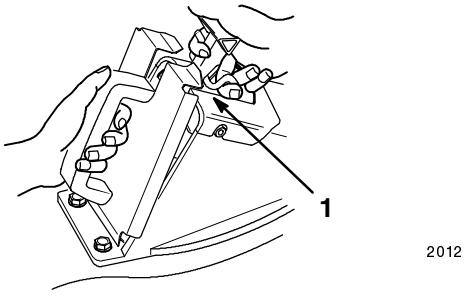

**Figure 53**
4. Insert the plug into the discharge tunnel opening and fit the lower section into the opening first (Fig. 53).
5. Lift the door latch on the door handle (Fig. 53), and push the top of the plug all the way in while moving the door handle rearward.